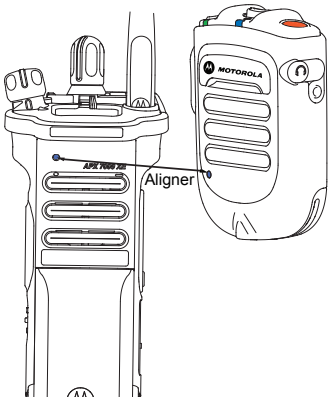

Figure 2.10: Couplage de votre WRSM
2. Placez le point bleu (repère de sécurité de couplage) sur le WRSM à environ deux centimètres du point bleu (repère de sécurité de couplage) sur la radio. Voir Figure 2.10.